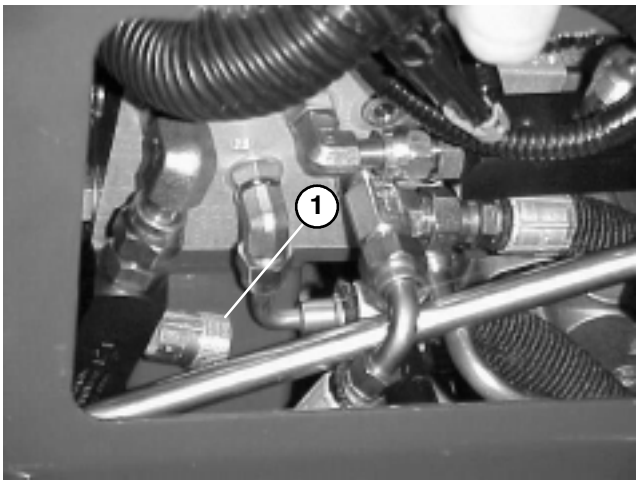

Figure 58
1. Locate valve on right side of lift block (Fig. 58).